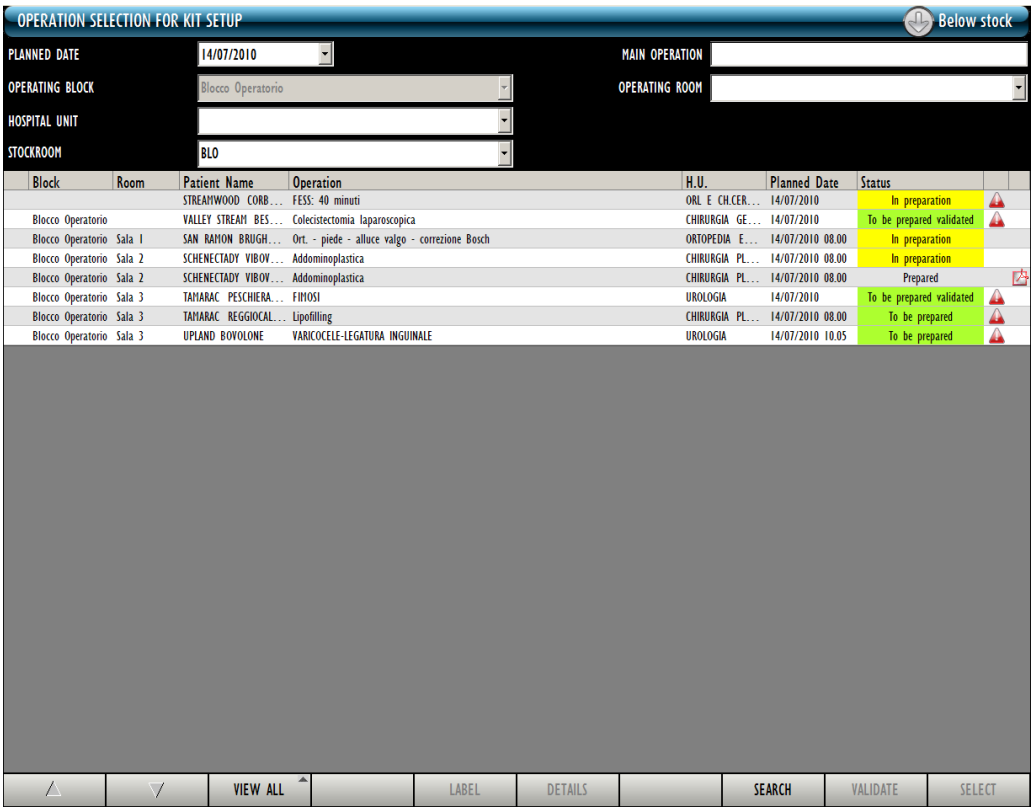

Fig 165 - Operation selection for kit setup
1. click the **Validate** button on the command bar to complete the validation procedure and go back to the “Operation selection for kit setup” screen (Fig 165 - the kit status is now “To be prepared validated”);